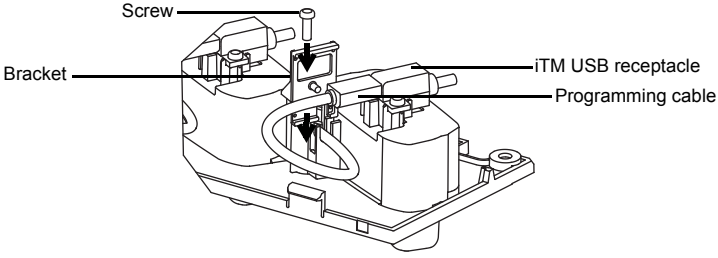

Figure 13: Securing the Programming Cable.
4. Affix the plastic bracket and screw to secure the Programming Cable (Refer to Figure 13).